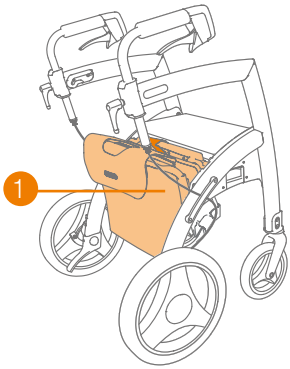

Figuur 31: Rolstoelpakket onderin bevestigd.
c. Plaats het rolstoelpakket in de uitsparingen achter de zitting tegen de zitting **(Figuur 31)**.
a. Voor vertrek bevestigt u het rolstoelpakket aan de Rollz Motion **(Figuur 31)**.